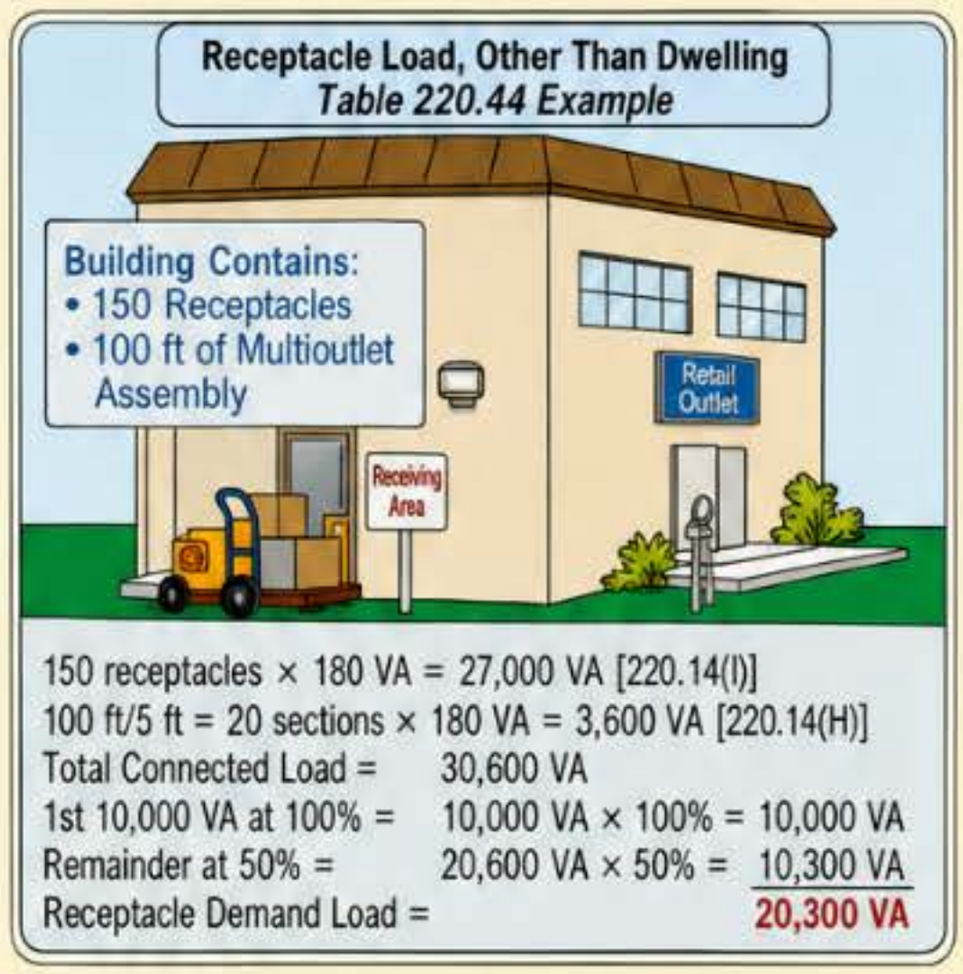

Figure 220–23
(A) Small-Appliance Circuit Load. The load for each 20A small-appliance circuit covered by 210.11(C)(1) is 1,500 VA. This load can be subjected to the general lighting demand factors contained in Table 220.42. ▶ *Figure 220–24*